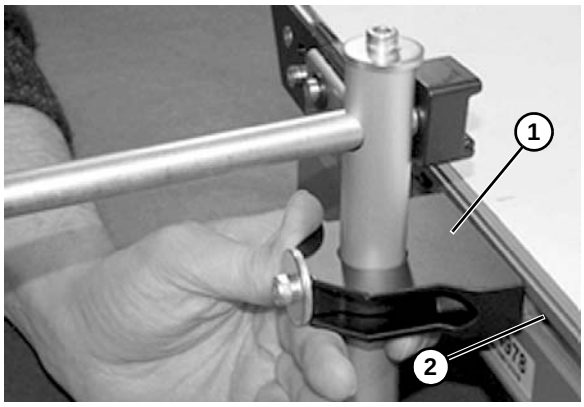

Abbildung 35
1. Führungshalterungsbaugruppe **(Abbildung 35, Teil 1)** in den T-Schlitz des Förderbands **(Abbildung 35, Teil 2)** einbauen.